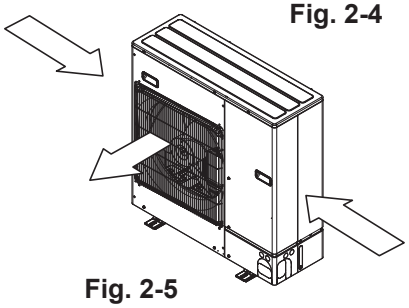

Fig. 2-5
③ Coloque la unidad de manera que la salida de aire sople en dirección perpendicular a la dirección estacional del viento, si la conoce. (Fig. 2-5)